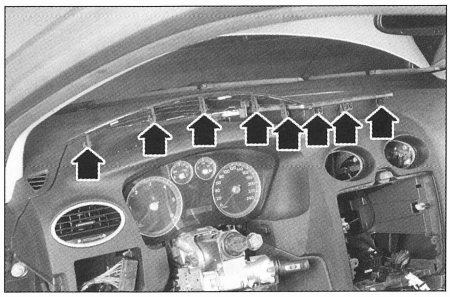

FIG. 46
- el guarnecido superior de salpicadero **(fig. 46)**.